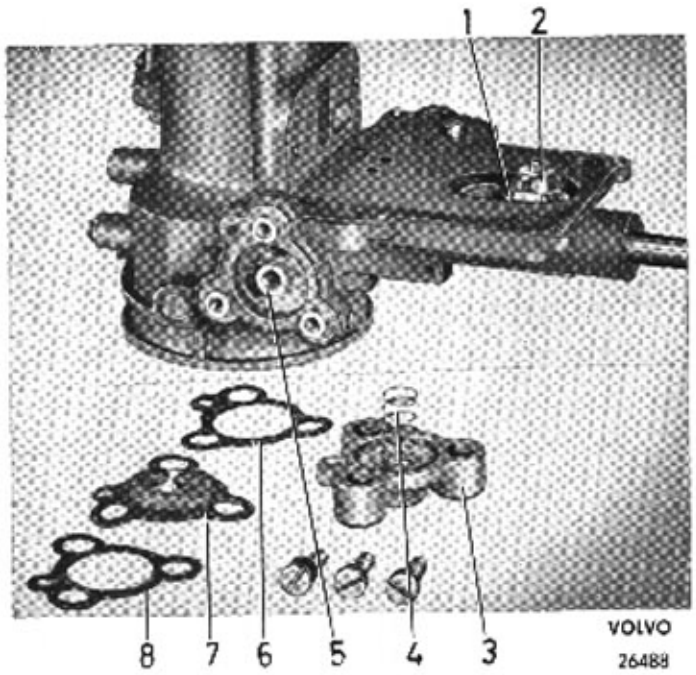

Bild 23-12. Ekonomiventil
6. Demontera flottörventilen och ekonomiventilen, bild 23-12. Skruva ur volymskruven.
2. Kontrollera att ekonomiventilens tallrik (7, bild 23-12) sluter tätt mot sitt säte (5). Tallriken kan läppas mot sätet med fin slippasta om så behövs.